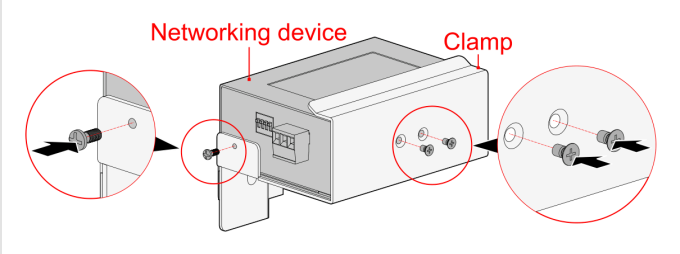

FIGURA 3-36 Passo 3 — dispositivo sulla staffa
3. Montate il dispositivo di rete sulla staffa (Figura 3-36).